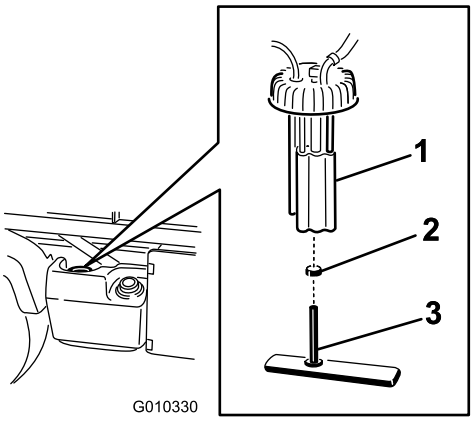

Figur 48
2. Koble ledningsfastspennerne fra drivstoffpumpen (Figur 48).
3. Løsne slangeklemmen og koble drivstoffslangen fra drivstoffpumpelokket (Figur 48).
4. Ta av drivstoffpumpelokket fra toppen av drivstofftanken (Figur 48).
5. Fjern drivstoffpumpeenheten og drivstoffilteret fra tanken (Figur 48).
7. Fjern slangen fra nippelen (Figur 48).